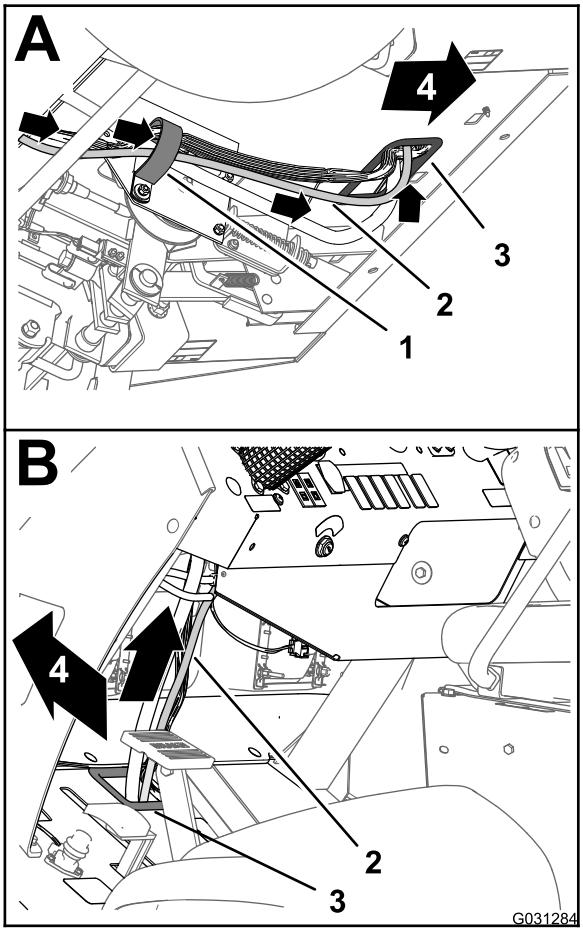

Figur 175
3. Før den 220 cm lange forgreningen av dataledningssatsen fremover og opp gjennom gummitetningen som omgir hullet i gulvpanelet (Figur 175).
4. Før den 220 cm lange forgreningen av dataledningssatsen opp og langs den fremre ledningssatsen på maskinen (Figur 175).